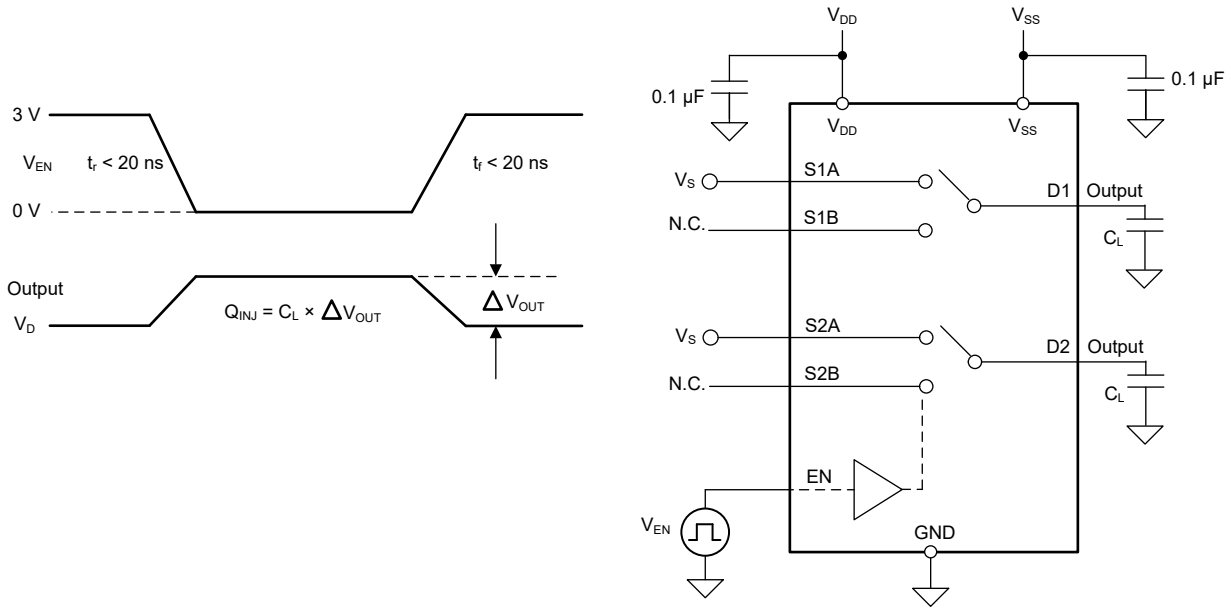

Figure 7-9. Charge-Injection Measurement Setup
The MUX708-Q1 has a transmission-gate topology. Any mismatch in capacitance between the NMOS and PMOS transistors results in a charge injected into the drain or source during the falling or rising edge of the gate signal. The amount of charge injected into the source or drain of the device is known as charge injection, and is denoted by the symbol Q_{INJ}. Figure 7-9 shows the setup used to measure charge injection from source (Sx) to drain (D).